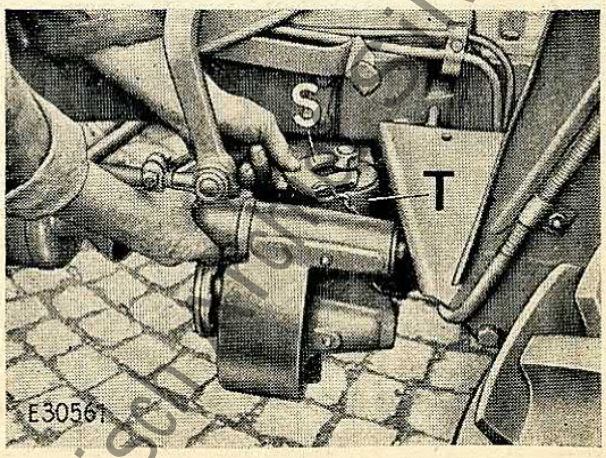

Bild 18
12. Hydraulik einschalten und das Mähwerk durch diese hochziehen (Bedienung siehe Absatz V, Ziffer 1–3); dann das Mähwerk von der linken Schlepperseite aus so dirigieren, daß sich der konische Bolzen so weit in den Tragflansch (T, Bild 18) einschiebt (leicht einfetten), bis die Mutter über demselben herausragt; die geschlitzte Scheibe (S) zwischen diese und den Tragflansch schieben.